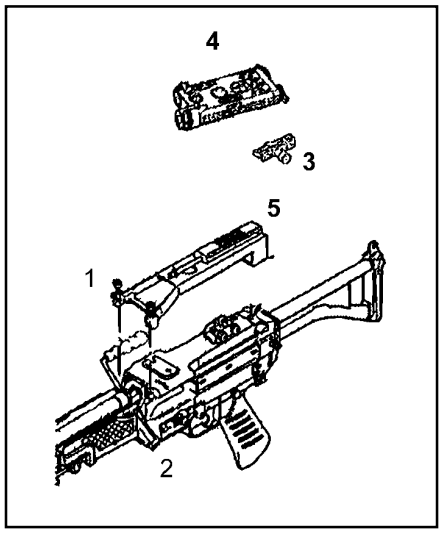

Figure G-18. Mounting the AN/PEQ-2A to the M249 using TWS bracket.
a. **TWS Mounting Bracket.** (See Figure G-18.)
(1) Attach the rail grabber (3) (P/N 12598120) to the AN/PEQ-2A (4).
(2) Loosen the knob on the AN/PEQ-2A rail grabber.
(3) Select the slot on rail (5) for mounting. Any slot may be used as long as the mount does not hang over the edge of the rail.
(4) Place the bar of the rail grabber (3) in the slot of the rail (5) and hand tighten the knob on mount until a clicking noise can be heard.